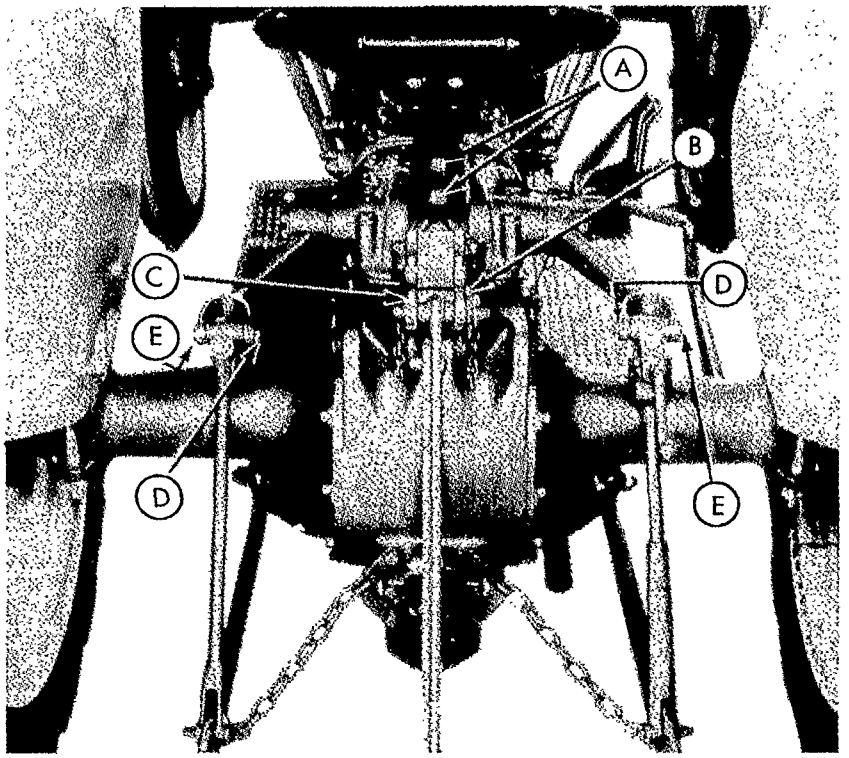
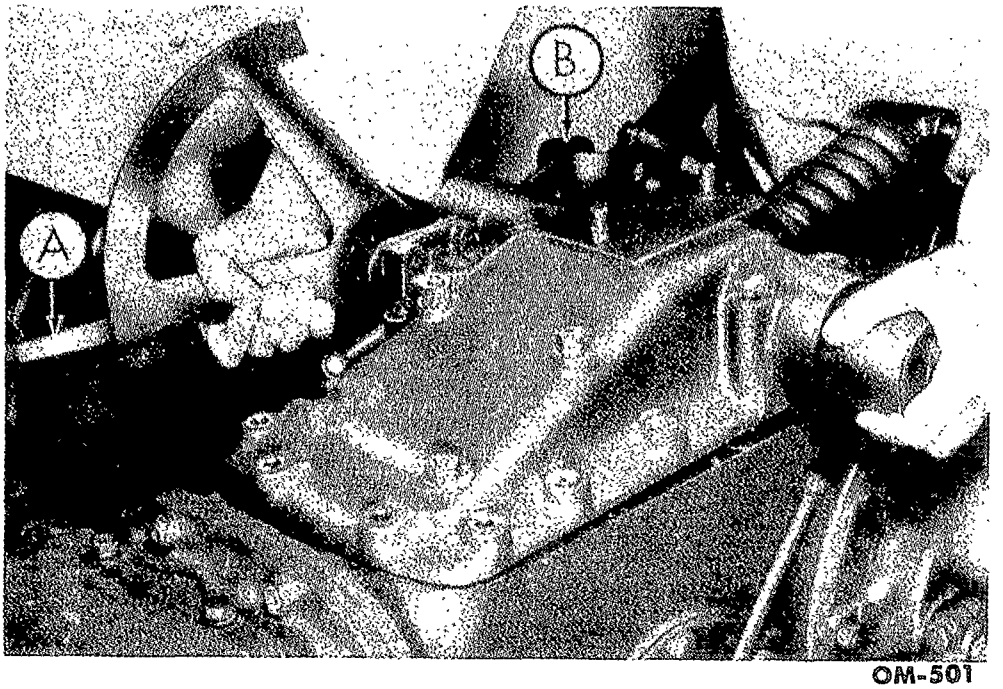

Fig. 67—Control Spring Adjustment
Fig. 73—Removing Lift Cover Assembly
(1) Remove the cotter pin (B-fig. 67) from the rocker pin.
(2) Pull the rocker pin (C-fig. 67) and free the rocker from the main control spring yoke.
(1) Remove the cotter pins (D-fig. 67) from both leveling arm knuckle pins.
(2) Remove the knuckle pins (E-fig. 67) disengaging the leveling arms from the lift arms.
(3) Remove the fourteen hex head bolts that secure the lift cover casting to the center housing.
(4) Set the touch control lever in the down position (A-fig. 73).
(5) Place the lift arms in the down position (B-fig. 73).
(6) Grasp the assembly at the base of the quadrant with the right hand and the left lift arm with the left hand. Lift the rear of the assembly upward with a slight forward motion as shown in fig. 73.
(1) Recheck the main control spring adjustment as shown in fig. 67.
(2) Recheck the quadrant adjustment. Follow the same procedure as in par. c.
(3) Check the implement position control spring adjustment.